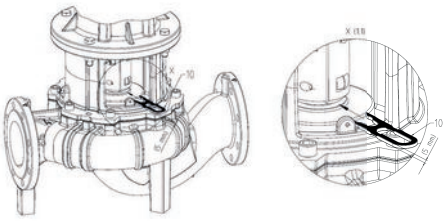

Fig. 47: Positioning the forked spacer
10. Push the forked spacer (Fig. 47) between the lantern and coupling. The forked spacer must sit there without any play.